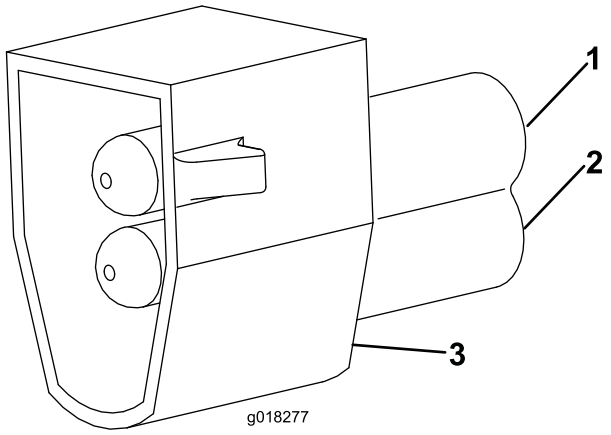

Figura 9
3. Instale a presión el conector PM2 en los terminales del cable de la placa de matrícula (Figura 9).